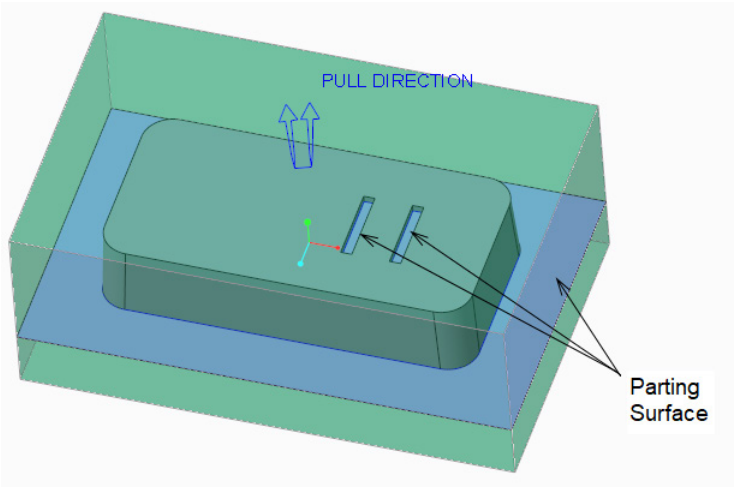

Figure 16-17 *Mold with parting surface*
6. Choose the **OK** button from the **Skirt Surface** dialog box and choose the **OK** button from the **Controls** group of the **Parting Surface** dashboard; parting surface is created, as shown in Figure 16-17.